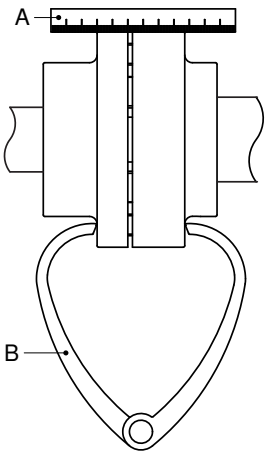

Figuur 4: Uitlijnen van de koppeling met behulp van een liniaal en een krompasser.
1 Plaats een liniaal (A) op de koppeling. Plaats of verwijder zo veel koperen vulplaatjes als nodig is om de elektromotor op de juiste hoogte te brengen, zodat de liniaal over de gehele lengte op de beide koppelingshelften rust, zie figuur 4.
3 Controleer de uitlijning nogmaals met behulp van een diktepasser (B) op 2 diametraal tegenover elkaar liggende punten op de zijkanten van de koppelingshelften, zie figuur 4.